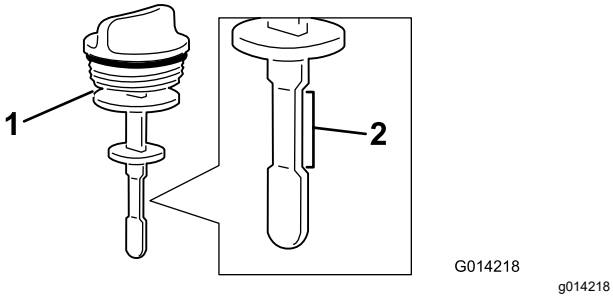

Figure 96
4. Remove the dipstick from the filler neck and check the fluid level (Figure 96).